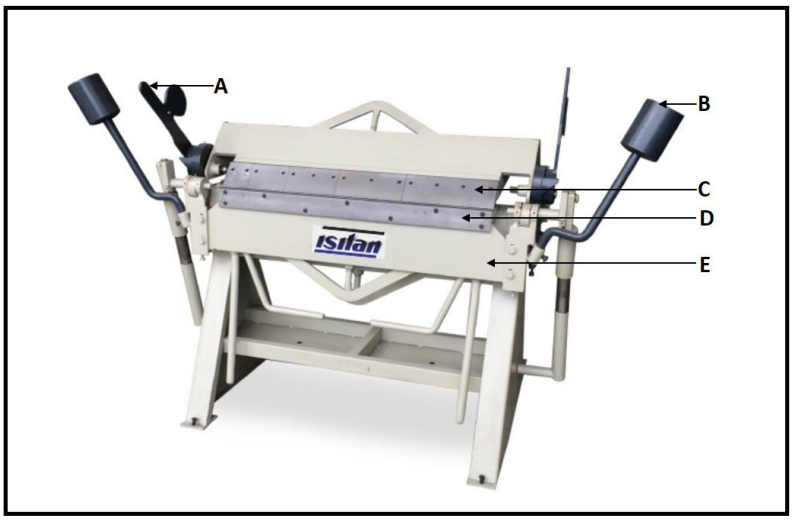

**FIGURE 1**
1.3 FIGURE 1, DIAGRAM SHEET 1 (attached), shows a box and pan folding machine.